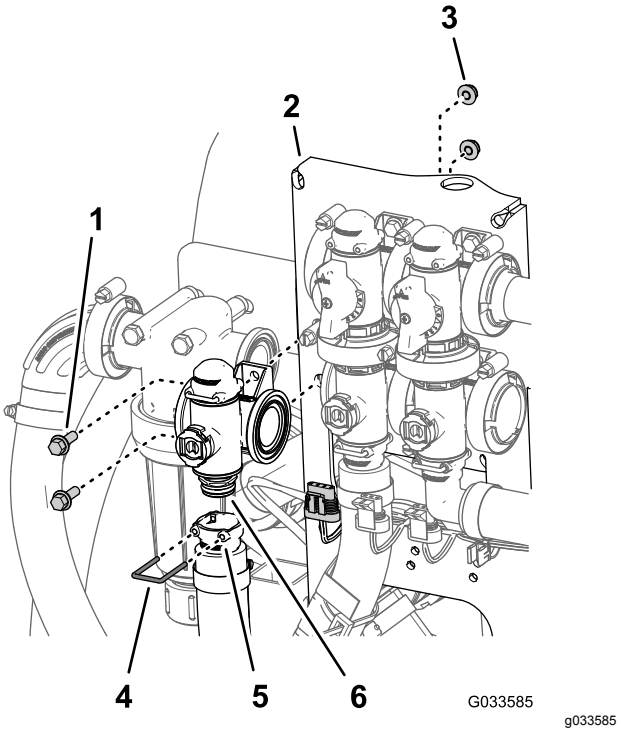

Figur 114
2. Afmonter den holder, der fastgør udgangsfittingen til hastighedsreguleringsventilens manifoldkobling (Figur 114).
3. Afmonter de 2 flangehovedbolte (¼" x ¾") og 2 flangelåsemøtrikker (¼"), der fastgør hastighedsreguleringsventilen til ventilbeslaget, og afmonter ventilmanifolden fra maskinen (Figur 114).